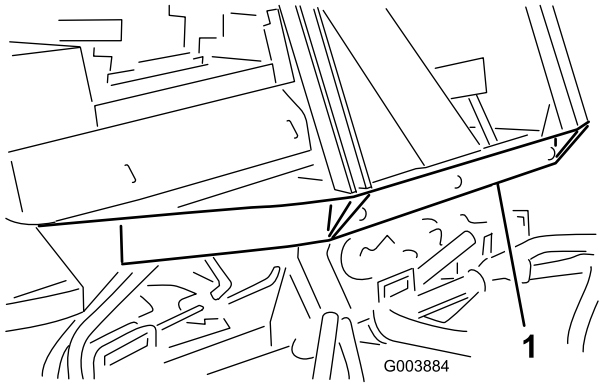

Figur 36
4. Fäst en lämplig kedja, ett rep eller en kabel mitt på den främre ramen (Figur 36).